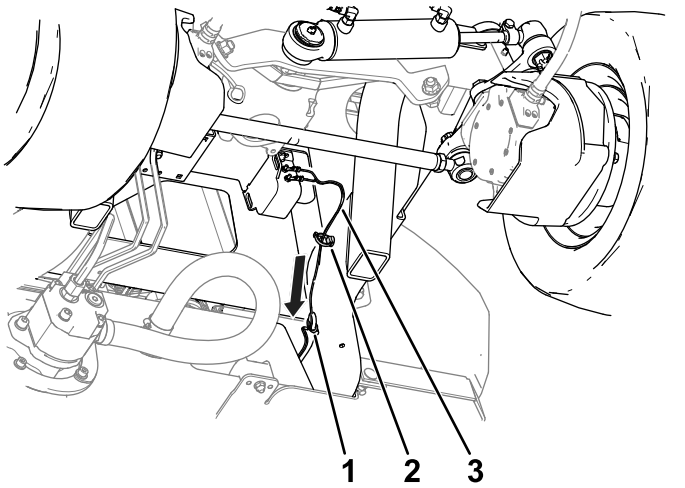

Figur 4
4. Brug et kabelbånd og en skubbefastgørelsesanordning til at fastgøre ledningsnettet til maskinstellet (Figur 4).